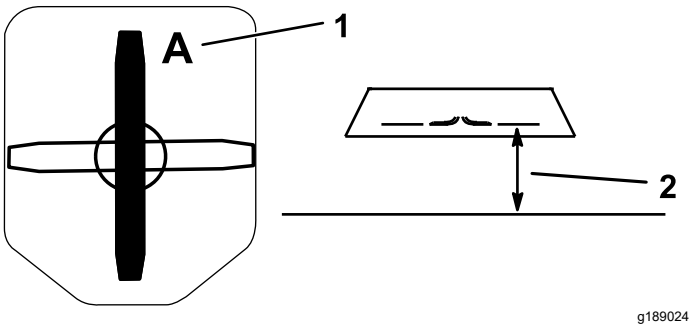

Figura 36
2. En una superficie nivelada, mida la distancia al filo de corte en la posición **A** de la cuchilla (Figura 36).